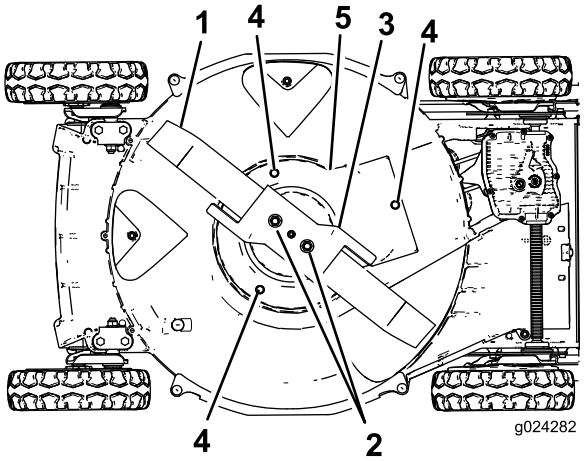

Figuur 37
6. Verwijder de 2 mesmoeren, de versneller en het mes (Figuur 37).
7. Verwijder de schroeven waarmee het scherm van de mesremkoppeling bevestigd is aan de maaikast (Figuur 37).